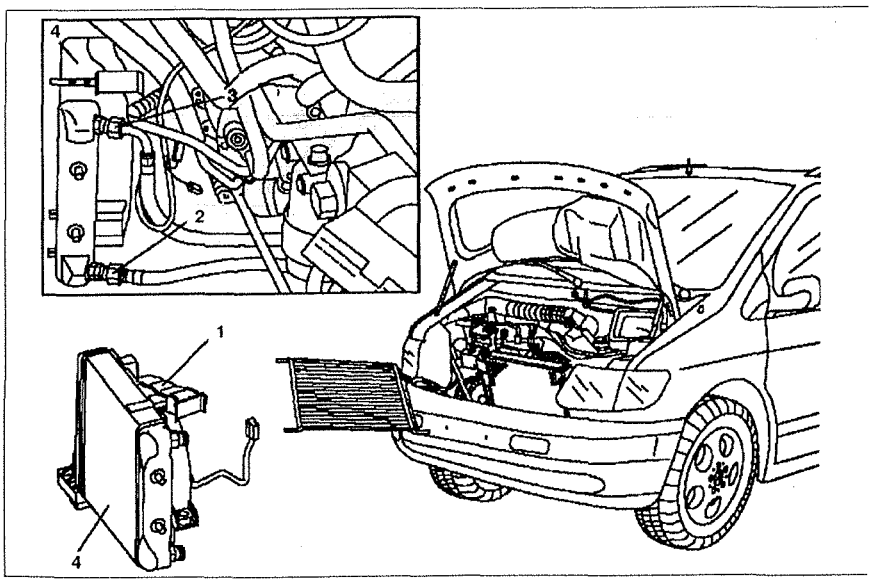

Рис. 6.71. Масляный радиатор АКПП (автомобили с двигателем 104.900): **1.** Вентилятор, **2, 3.** Гайки, **4.** Масляный радиатор АКПП.
1. Снимите вентилятор **1** масляного радиатора (см.рис.6.71).